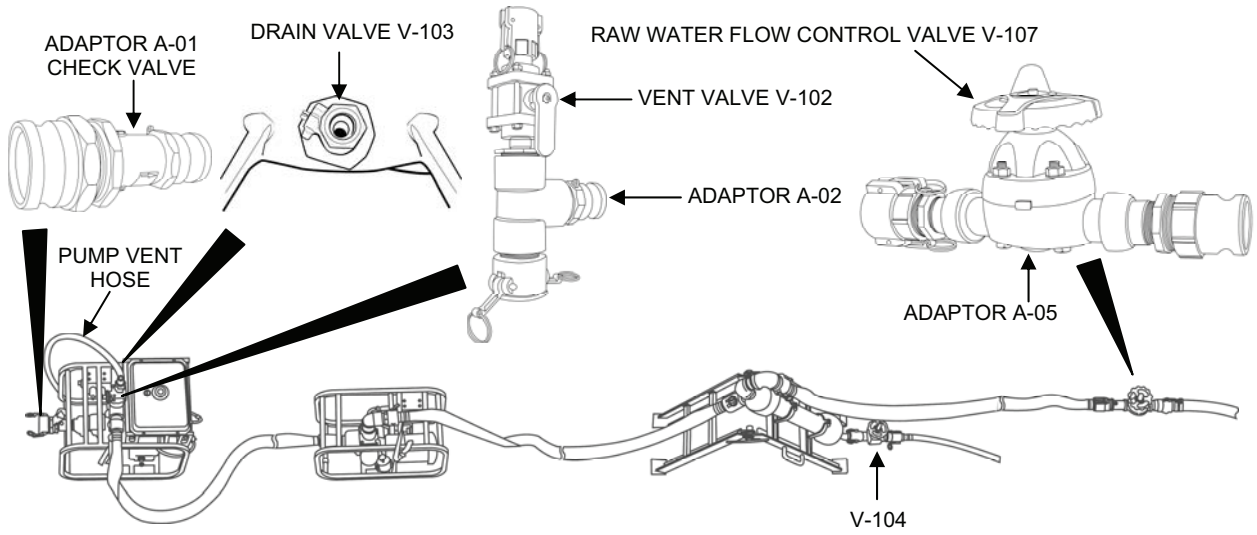

Figure 4. Raw Water System with Both Raw Water Pumps.
1. Set valve positions as follows (Figure 4):
10. If the expected time for priming is exceeded, stop the pump and check all of the hose couplings that are out of the water. Specifically check the gaskets to be certain that they are free of sand and dirt. Remove Check Valve Adaptor A-01 (Figure 4) from the pump skid and make certain that the flapper seat is clean. Install and fill the pump again and repeat. If after 20 minutes, the pump has not primed, refer to WP 0034 00, Troubleshooting.
12. Once the P-1 and P-2 pumps are operating and the system is primed, adjust Raw Water Flow Control Valve V-107 (Figure 4) about half open to provide a steady flow of raw water into the MF Feed Tank. Depending on the elevation, if the valve is opened too much initially, the pump could lose prime.
13. If the Cyclone Separator is in use, adjust the Cyclone Separator Flow Control Valve V-104 on adaptor A-03 (Figure 4) to at least 5 gpm. A 5-gallon chemical bucket can be used to provide measurement. Check the cyclone drain periodically to ensure there is good flow coming out the cyclone drain.